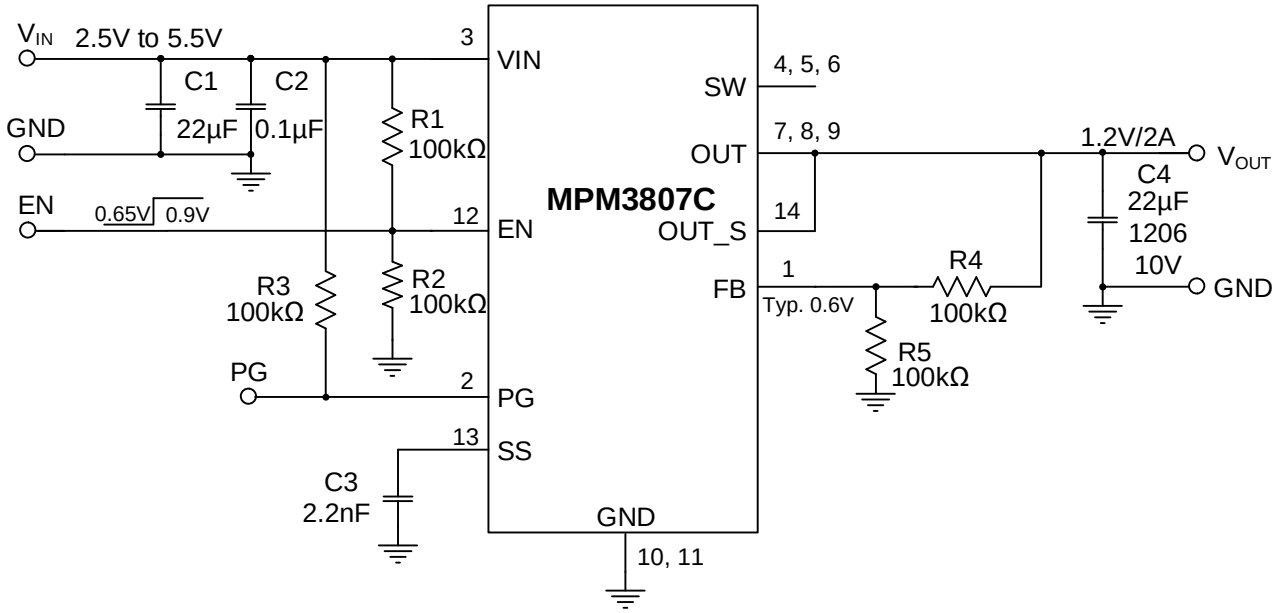

Figure 9: Typical Application Circuit (Adjustable Output Version, V_{OUT} = 1.2V)
11) The recommended PCB layout is based on Figure 9.